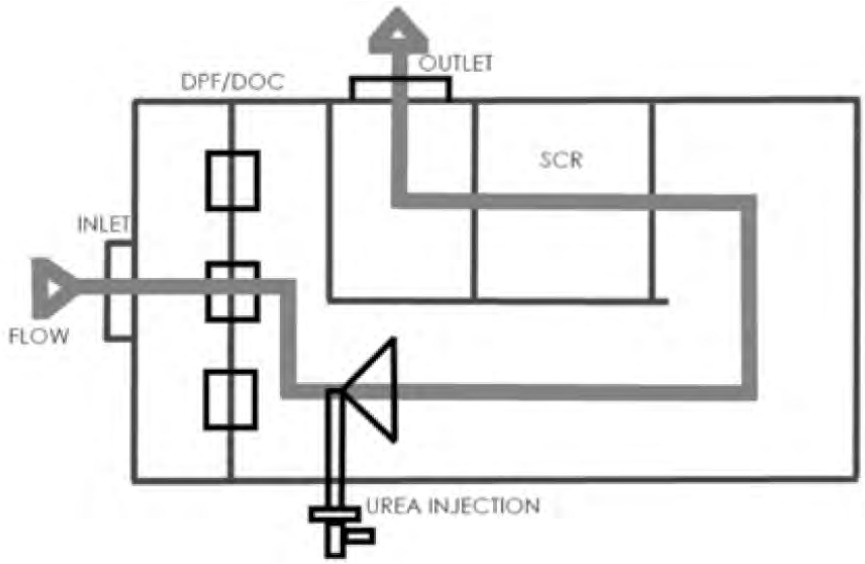

Figure 2.1 – Exhaust Flow Through a Typical Retrofit CEM
The SCR system may combine SCR technology with oxidation catalysts or particulate filters (Figure 2.1) that reduce particulate matter (PM), hydrocarbons (HC), and carbon monoxide (CO) as well as NOx.